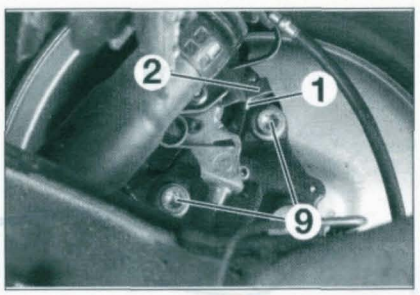

FIGURE 7-6
- Désaccoupler le câble de frein de stationnement (1) du levier (2) **(figure 7-6)**.
- les vis (9) du support d'étrier **(figure 7-6)**.